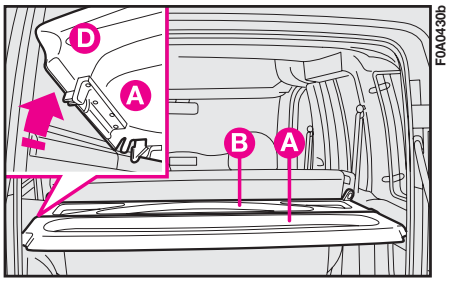

fig. 124
The shelf is split into to parts **fig. 124**. Proceed as follows to remove the entire shelf:
**2)** Lift part **A-fig. 124** of the shelf and place it on part **B**.
To refit the shelf, refit central catches **D-fig. 124** and tip first part **B** and then part **A**, make sure shelves are properly secured.